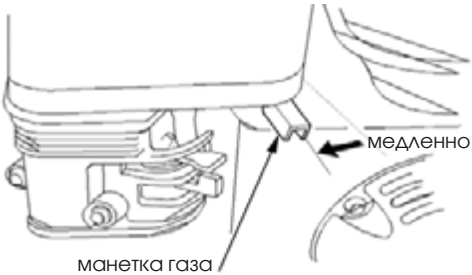

Рисунок 14
4. Переместите рычаг газа из позиции «МЕДЛЕННО» на 1/3 в направлении позиции «БЫСТРО» (рис. 14).